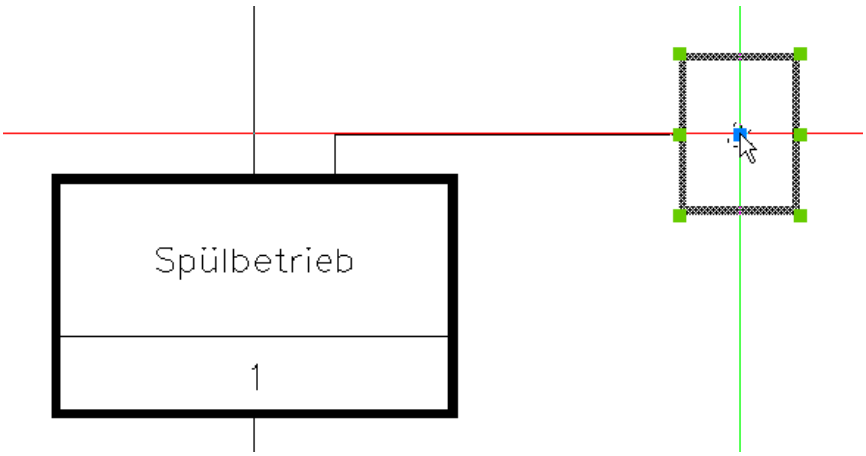

Bild 25.13 – Der Zustandsgraph wird nach dem Baukastenprinzip erstellt
- Knüpfen Sie an den Zustand *Spülbetrieb* zunächst ein UND-Gatter an. Die zugehörige Funktion heißt *Zustandsgraph UND*. Platzieren Sie das Kästchen rechts und etwas oberhalb des Zustandes *Spülbetrieb.* Nach Aufforderung klicken Sie auf den Rahmen des Zustandes, um die beiden miteinander zu verknüpfen (Abb. 25.13).